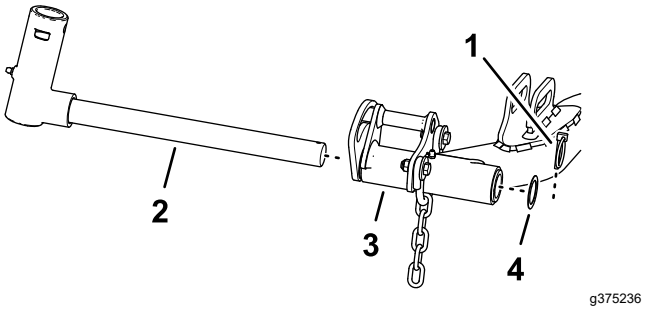

Figur 19
1. Ta bort hjulsprinten och brickan som håller fast svängoket på lyftarmen, och dra ut axeln ur lyftarmen (Figur 19).